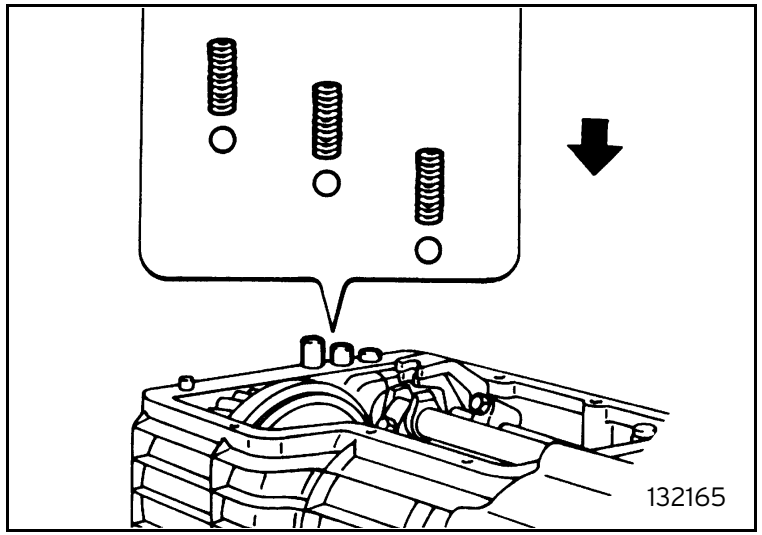

Fig. 66
- fit the springs and rod retaining balls (figure 66);